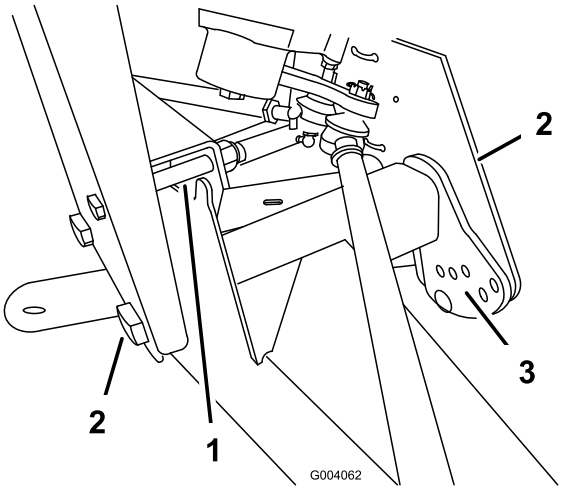

**Figure 42**
2. Remove the travel limiting bolt (Figure 42).
3. Loosen the centering bolts in the front A-arm (Figure 42).
4. Remove the ride height adjustment bolt (Figure 42).
5. Rotate the front A-arm to the desired position (refer to the note below) and replace the ride height adjustment bolt (Figure 42).
7. Replace the travel limiting bolt (Figure 42).